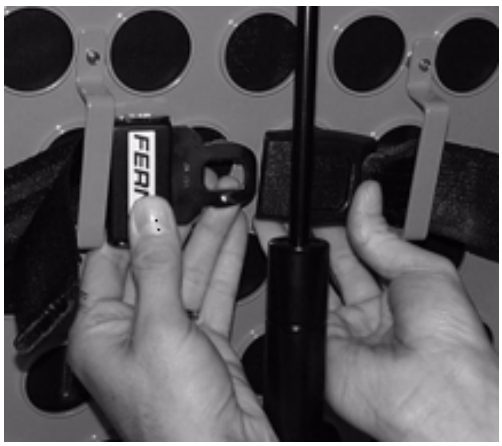

Figur 51
4. Vikl selerne omkring ryglænet og før seleenderne gennem beslagene. Fastgør spændet omhyggeligt (se Figur 51).